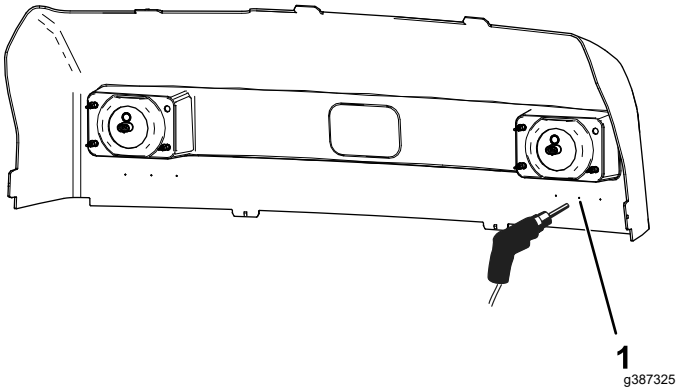

Figura 2
1. All'interno del cofano, individuate 3 punti sotto ogni faro e trovate il punto centrale come illustrato nella Figura 2.